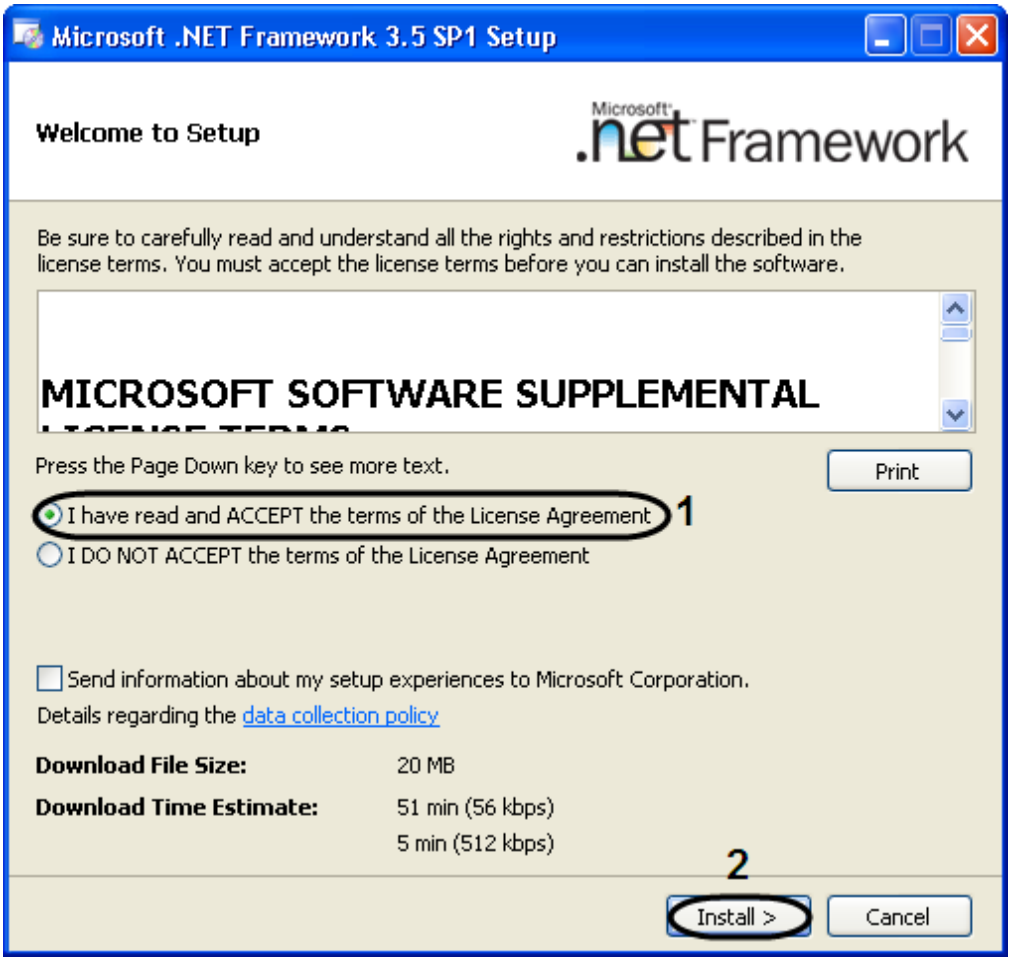

Figure 13.6-2 The "Microsoft .NET Framework 3.5 SP1" setup
Then «Microsoft .NET Framework 3.5 SP1» setup window will be displayed (Figure 13.6-2).
4. Confirm the acceptance of License Agreement terms by setting the switcher to the position «I have read and ACCEPT the terms of the License Agreement » after investigating the License Agreement terms, otherwise the setup will be cancelled (Figure 13.6-2, 1).
5. Click«Install>» (Figure 13.6-2, 2).